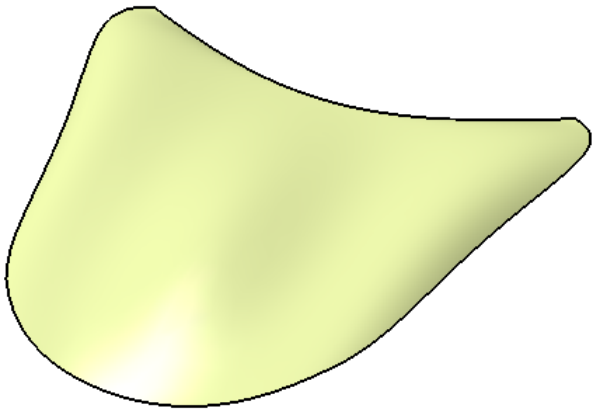

Figure 18-68 *Final model of the Car bonnet*
6. Choose **OK** from the **Control Points** dialog box and hide the curve and the datum plane. The final model of the car bonnet is displayed, as shown in Figure 18-68.